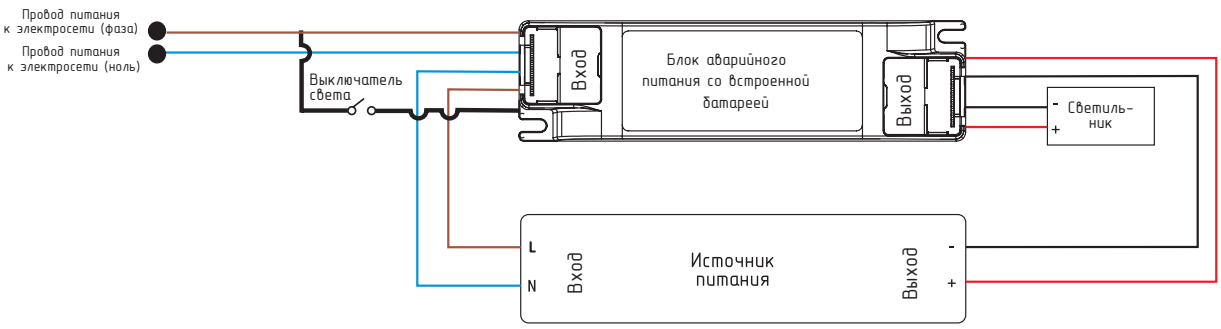

Рисунок 1. Схема подключения
4.7. Подключите к изделию обесточенные провода питания, соблюдая полярность и в соответствии с маркировкой на корпусе изделия и схемой подключения (см. Рисунок 1).